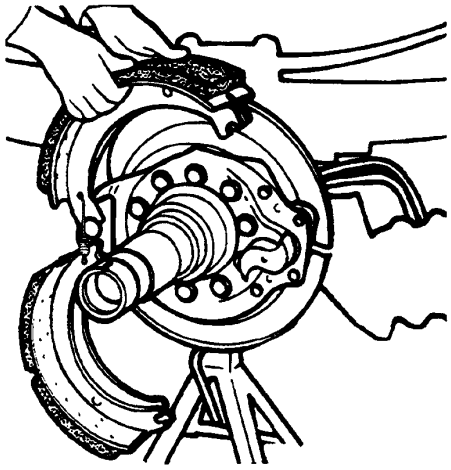

FIGURA 8-19
13. Remova as sapatas do eixo (consulte a Figura 8-19).